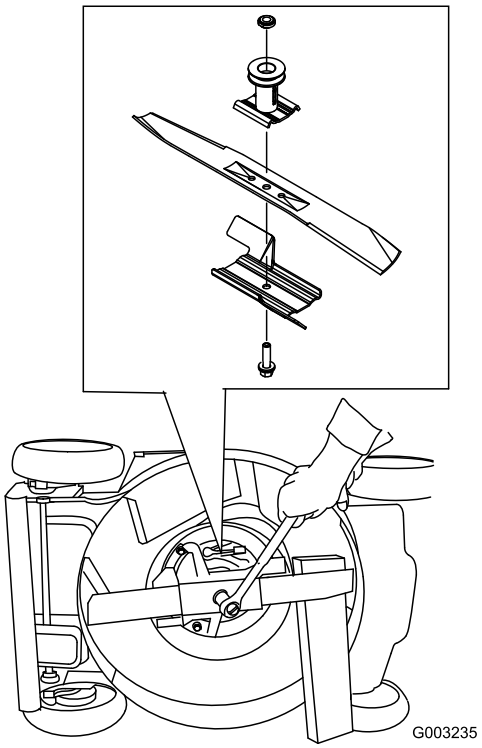

Figur 39
3. Bruk en trekloss til å holde fast kniven (Figur 39).